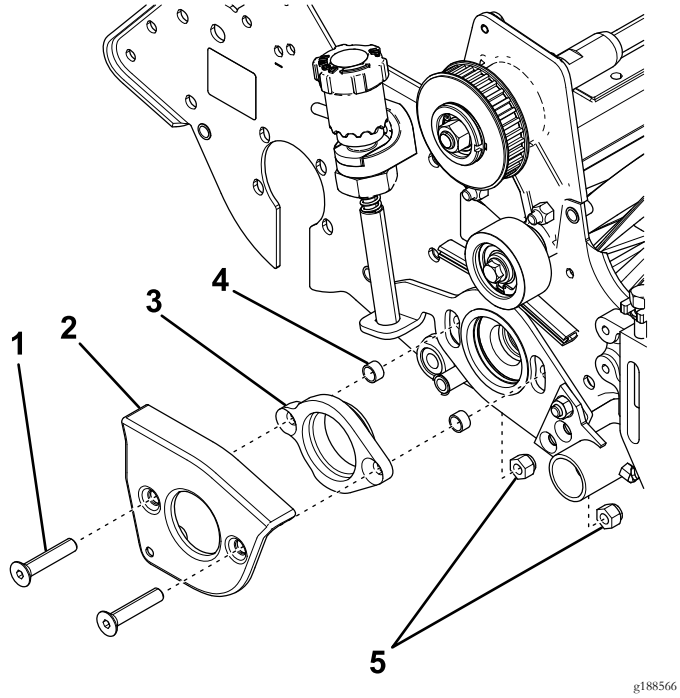

Figure 10
4. Remove the flat-head screws, locknuts, groomer-arm cover, and bearing adapter from the side plate (Figure 10).
5. Remove and discard the spacers (Figure 10).